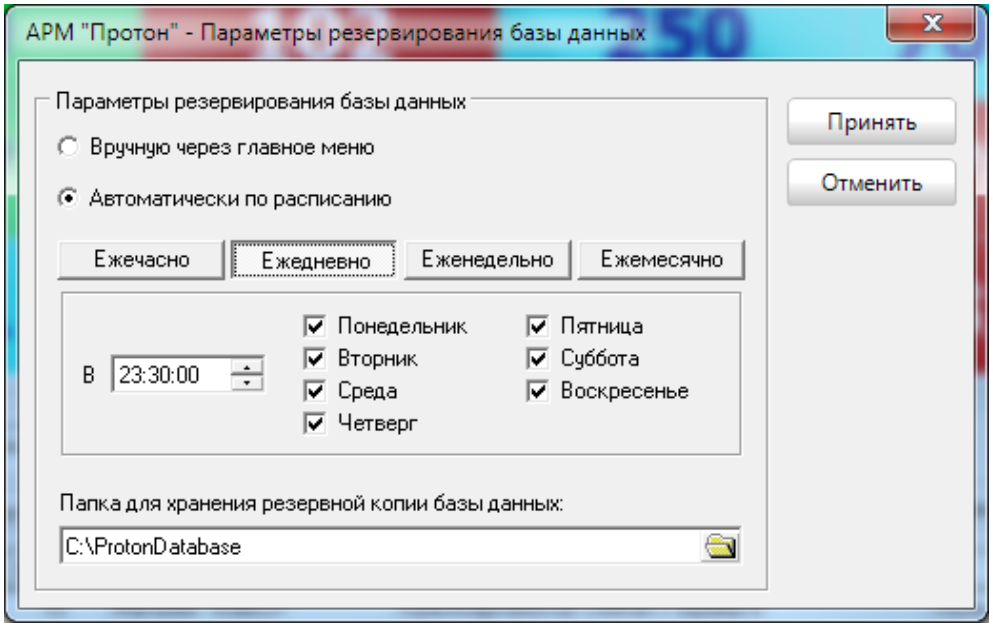

Рисунок 45
- ежедневно в отмеченные дни в определённое время (Рисунок 45),